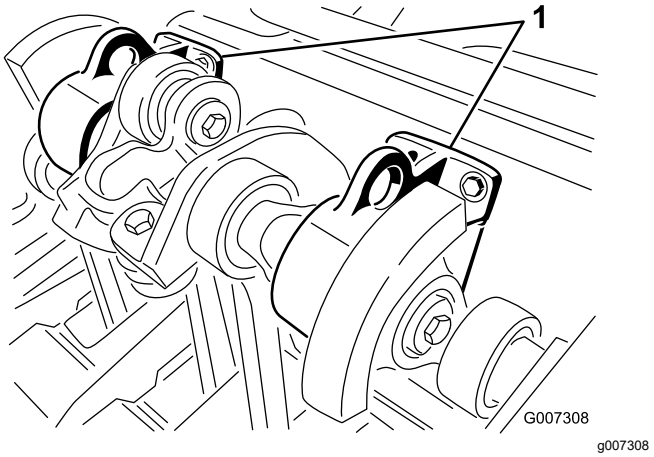

**Figuur 27**
**Opmerking:** Als deze beschikbaar is, moet u een takel gebruiken om de achterzijde van de machine te heffen. Gebruik de ringen in de lagerbehuizing van de beluchtingskop om de takel te bevestigen (Figuur 27).